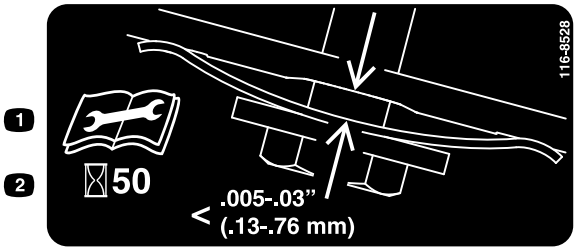

Figur 29
3. Hold en søgelære, der er indstillet til mellem 0,13 og 0,76 mm, mod siden, og skyd den ned bag bæltespændingsfjederen. Se Figur 29.